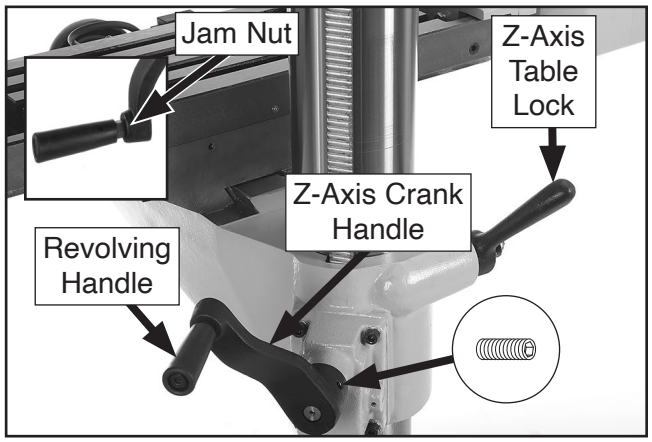

Figure 9. Location of Z-axis crank handle and table lock.
1. Attach Z-Axis crank to handle to crank bracket with included set screw (see **Figure 9**).
2. Thread one revolving handle into Z-axis crank handle, then tighten jam nut (see **Figure 9**).
3. Loosen Z-axis table lock (see **Figure 9**).